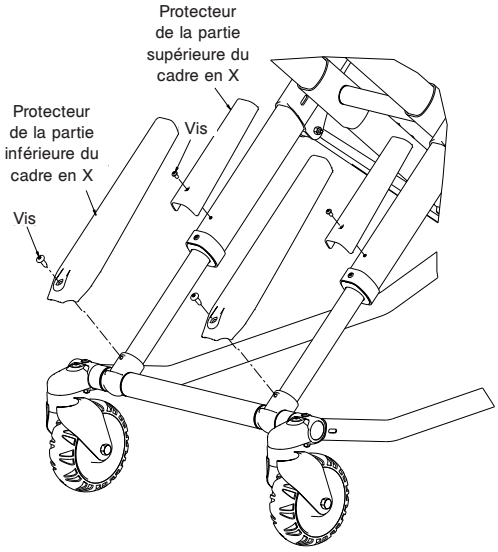

Figure 63
8. À l'aide d'une tournevis T27 Torx, retirer la vis qui maintient le dispositif de protection du cadre en X au tube interne (consulter la Figure 63).
9. Retirer le dispositif de protection du cadre en X du tube externe et déposer pour réutilisation sur le nouveau tube externe (consulter la Figure 63 à la page 61).